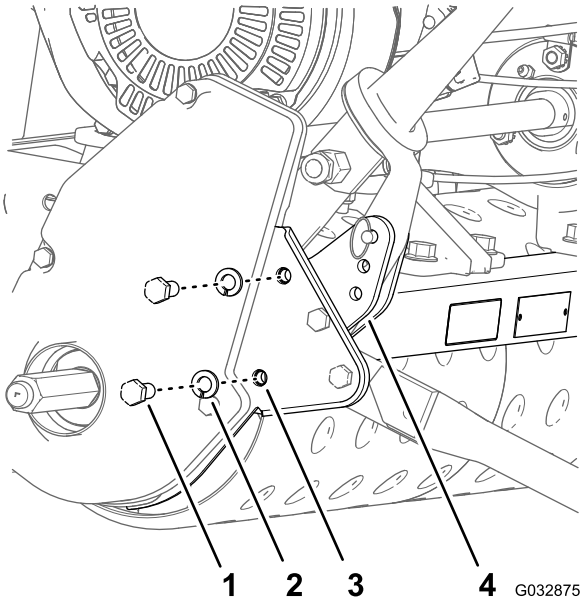

Rysunek 6
8. Wykręć 2 śruby (3/8 x 7/8 cala) z 2 podkładkami zabezpieczającymi (3/8 cala) mocujące lewą płytę boczną do zewnętrznego mocowania w tylnej części ramy maszyny (Rysunek 6).